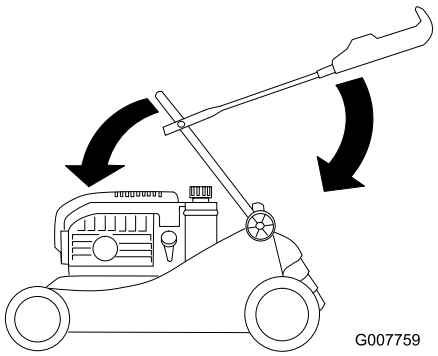

Figur 37
3. För försiktigt den nedre handtagsdelen framåt tills den vilar på motorn (Figur 37).
4. För försiktigt den övre handtagsdelen bakåt tills den vilar platt (Figur 37).